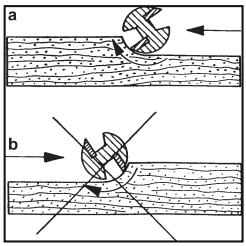

Рис.7
5.2.2 Направление движения машины должно всегда быть таким, как показано на (**рис.7**). Направление вращения фрезы обозначается стрелкой на основании машины. **(рис.5)**
ВНИМАНИЕ! Фактически операция фрезерования всегда производится в направлении, противоположном направлению вращения фрезерной головки. При перемещении машины в противоположном направлении возникает отдача, что может стать причиной несчастного случая. см. Рис.7.